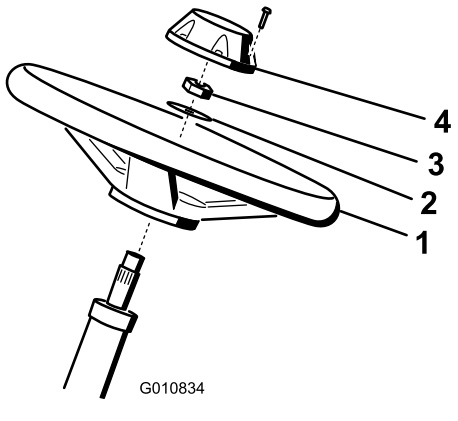

Figur 3
1. Før rattet på rattstangen (Figur 3).
2. Før skiven på rattstangen (Figur 3).
3. Fest rattet til stangen med en låsemutter og stram den til med et moment på 27–35 N·m (Figur 3).
4. Monter lokket på rattet og fest med en skrue (Figur 3).